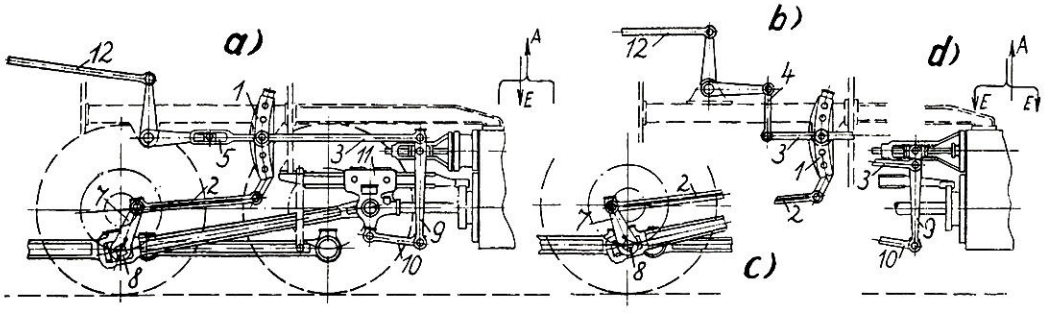

Bild 4 Darstellung der Heusinger-Steuerung
4. Die äußere Steuerung nach Heusinger (Bild 4)
Die im Bild 4 a gezeigte Heusinger-Steuerung ist ebenfalls eine maßstäbliche Darstellung für eine Heißdampfmaschine mit Inneneinströmung. Bei Dampfmaschinen mit Inneneinströmung strömt der Dampf zwischen den zwei Schieberkörpern ein und außerhalb der Schieberkörper aus (siehe Pfeilskizze). Im Gegensatz dazu strömt bei Dampfmaschinen mit Außenein-
Bei Naßdampflokomotiven und allen anderen mit Außeneinströmung arbeitenden Dampfmaschinen ist die Gegenkurbel ebenfalls voreilend eingebaut. Außerdem sind die Angriffspunkte am Voreilhebel vertauscht (siehe Bild 4 d). Die Schieberschubstange liegt bei Vorwärtsfahrt im unteren Teil der Schwinge.